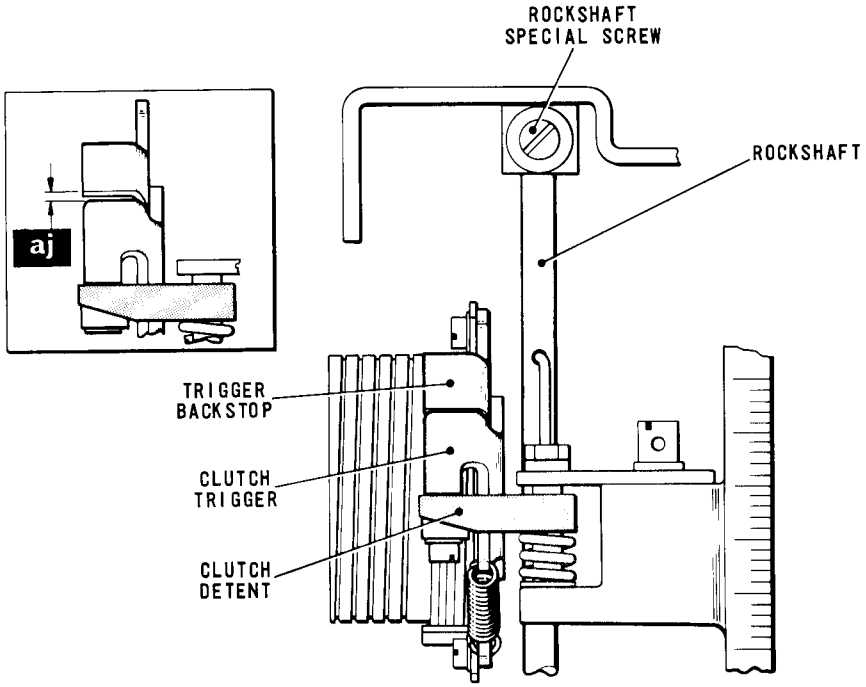

Fig. 4.29 SELECTOR CLUTCH TRIGGER MECHANISM—PLAN VIEW
31.2 To adjust, slacken the rockshaft special screw, Fig.4.29, and, ensuring that the electromagnet armature remains at space, reposition the detent until dimension 'ah' is satisfied. Tighten the rockshaft screw.
32.1 With the electromagnet armature in the mark position, the retention lever roller located in its recess in the retention cam and the clutch trigger, Fig.4.29, held against the clutch detent, check that there is a clearance of .010 – .015 in. (dimension 'aj' – inset) between the trigger and its backstop.
32.2 If this is not so, slacken the capstan-headed screw securing the retention lever adjustment arm, Fig.4.28, and push the arm inwards so that the cam assembly moves clockwise and the trigger backstop, Fig.4.29, presses the trigger against the detent. Now gently move the cam assembly counter-clockwise until dimension 'aj' is set up and then tighten the adjustment arm screw, Fig.4.28.
34.1 Check that there is a maximum of .003 in. end-play in the rockshaft, Fig.4.29, and, with the electromagnet armature in the mark position, check that the pin on the rockshaft stop arm, Fig.4.28, is touching the edge of the rockshaft bearing bracket.